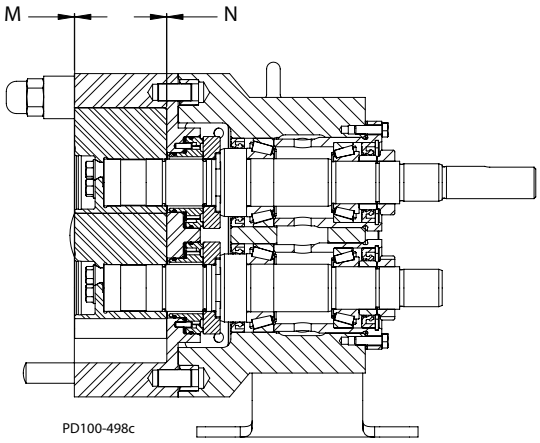

Figura 59 - Misurazione del gioco
5. Controllare il gioco tra la superficie posteriore e anteriore (articoli M ed N nella Figura 59). Regolare gli spessori secondo necessità.